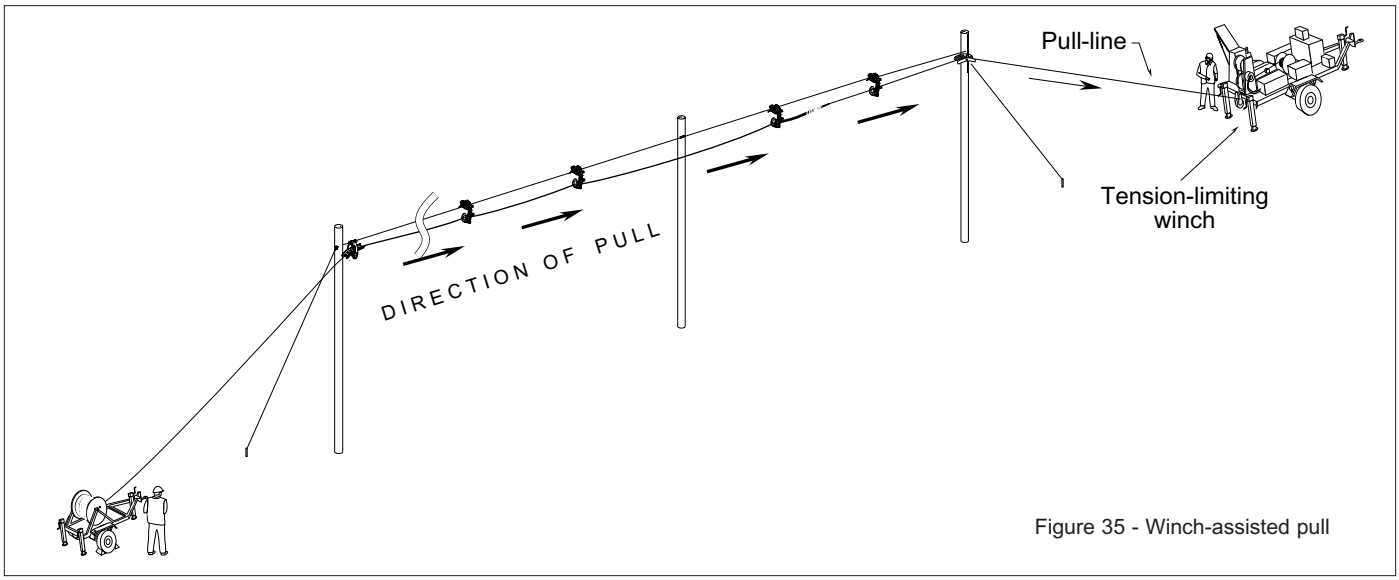

Figure 35 - Winch-assisted pull
c) Pull the cable into place beneath the strand by retrieving the pull-line with the winch (Figure 35).